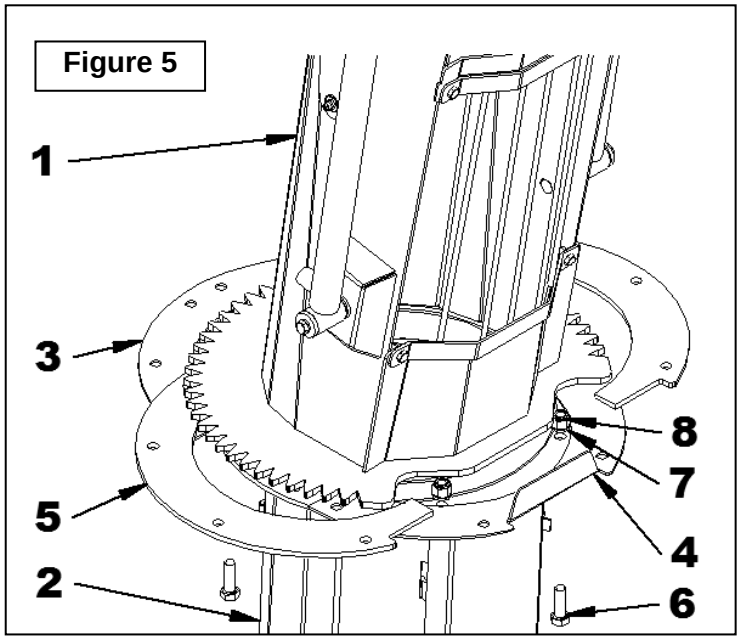

Figure 5
1. **Figure 5:** Install the chute on the chute extension (item 2), by inserting the folded plate and the 1/8" plate (items 3-4) then the two 1/4" bracket plates (item 5) between the base and the gear of the chute as illustrated in the figure.
2. **Figure 5:** Attach the chute with eight 1/2" x 1 1/2" bolts (item 6), eight 1/2" lockwashers (item 7) and eight 1/2" nylon insert locknuts (item 8) in the order shown in the figure.